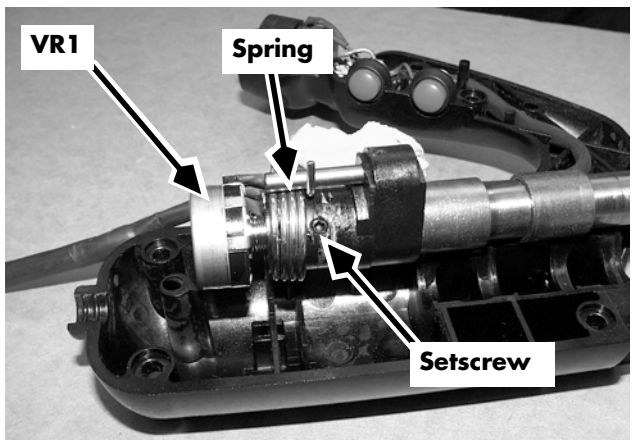

Figure 7-58: Throttle Potentiometer VR1 (DS/DT/DZ)
3. Slide the throttle potentiometer return spring up to expose the setscrew securing the potentiometer shaft. See Figure 7-58.